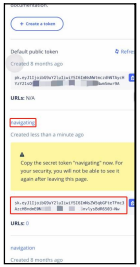

Figure6
2.7 You can find the token created at the bottom of the page, but it will not appear on the page the next time you log in, so you must be careful to save it.(See Figure 6)